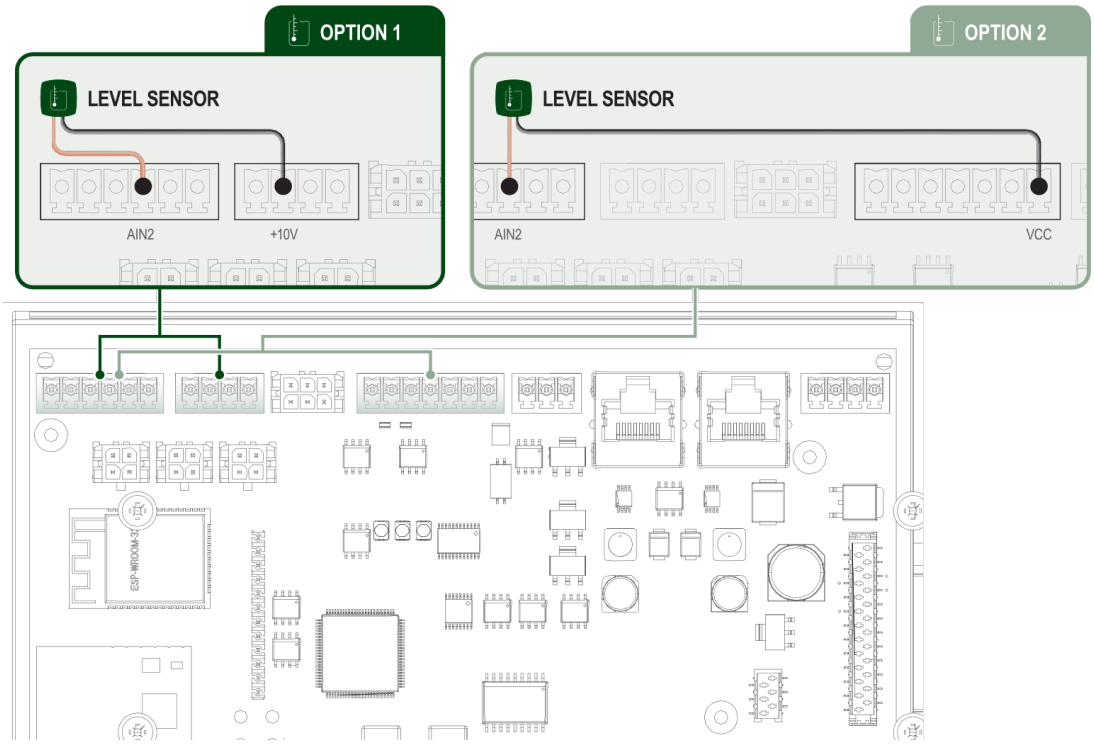

Afbeelding. 18 Aansluiten op terminals
Esy I/O regelt het waterniveau via de tweedraads 4/20 mA stroomdieptesensor. De sensor kan worden gevoed tot 12V DC (optie 2, zie afb. 18), en het bereik kan worden ingesteld via de "*H2D"*-app. De niveausensor moet rechtstreeks op het aansluitblok worden aangesloten, zoals in Afb. 18. okt. Aansluiting is mogelijk via Optie 1 of Optie 2.
1. Niveausensor te gebruiken om het waterniveau in de opvangtank te controleren. Sluit voor de bedrading het netsnoer aan op de AIN2 en +10V of AIN2 en VDC-aansluiting (zie Afb. 18).